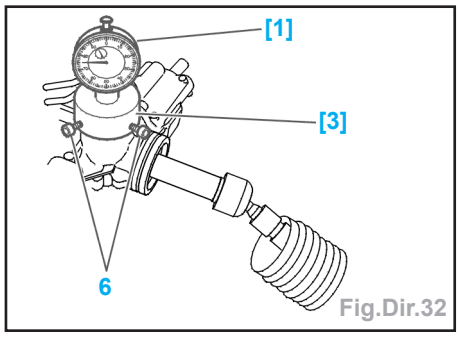

Fig.Dir.32
- Déposer le bouchon (5) de la vis (4).
- Mettre en place les outils [1], [2], [3] (comparateur ref.1505, rallonge de comparateur ref.0720-C, support de comparateur ref.0720-B) (Fig.Dir.32).